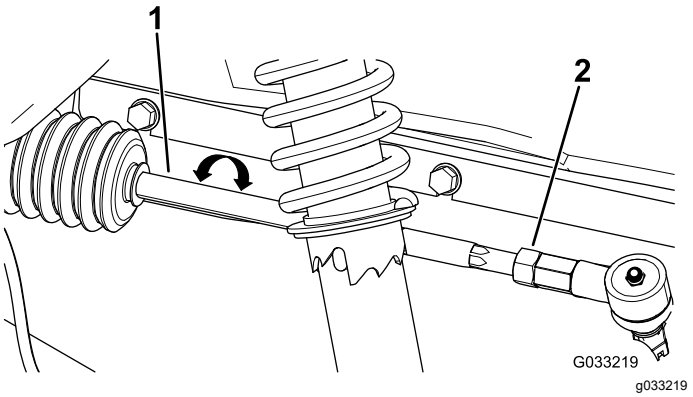

**Figuur 47**
2. Als deze afstand buiten het bereik van 0 tot 6 mm valt, moet u de contramoeren aan het uiteinde van de spoorstangen losdraaien (Figuur 47).